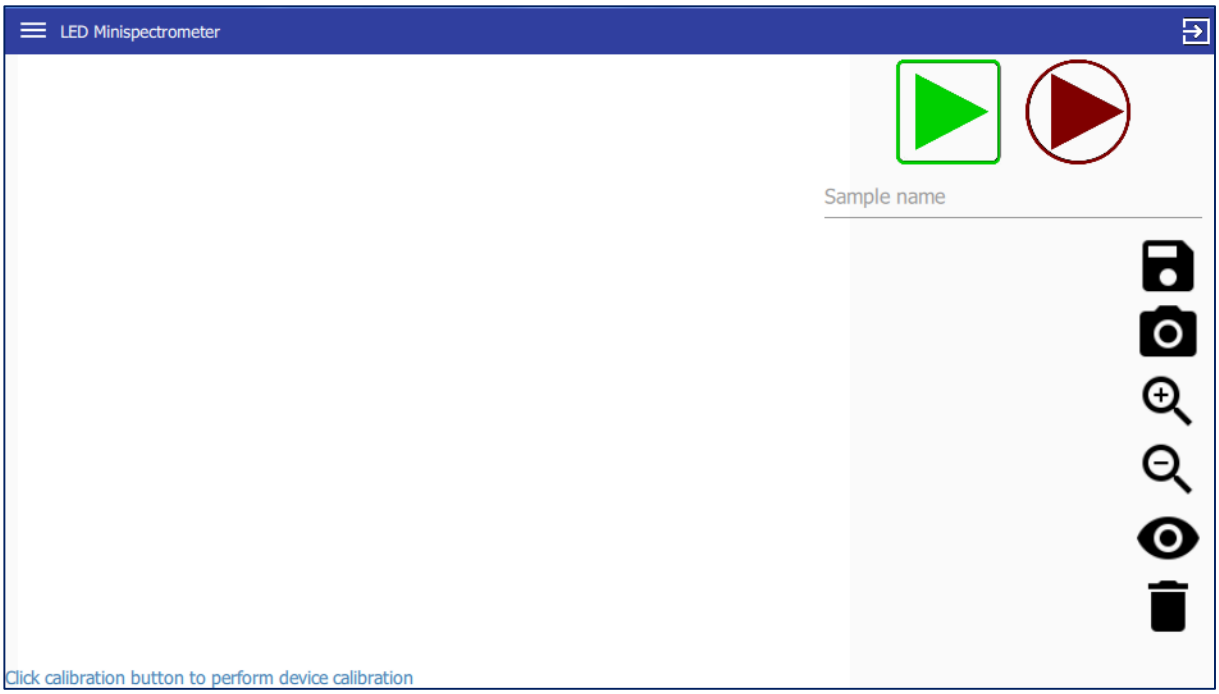

Рис.4. Основное окно программы.
5. Выберите режим отображения данных: в виде спектральных кривых – “GraphView” или в виде гистограмм – “HistogramView” (в процессе измерений можно переключаться между разными режимами отображения). Откроется основное окно программы (рис.4).